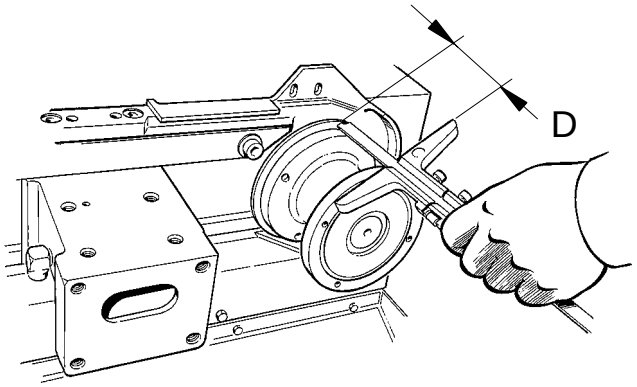

Fig. 8
- **Distance D:** Put the tensioner sprocket in the tension shaft. Remove the outer guide flange and measure the width of the sprocket, see fig. 8. Record the result.